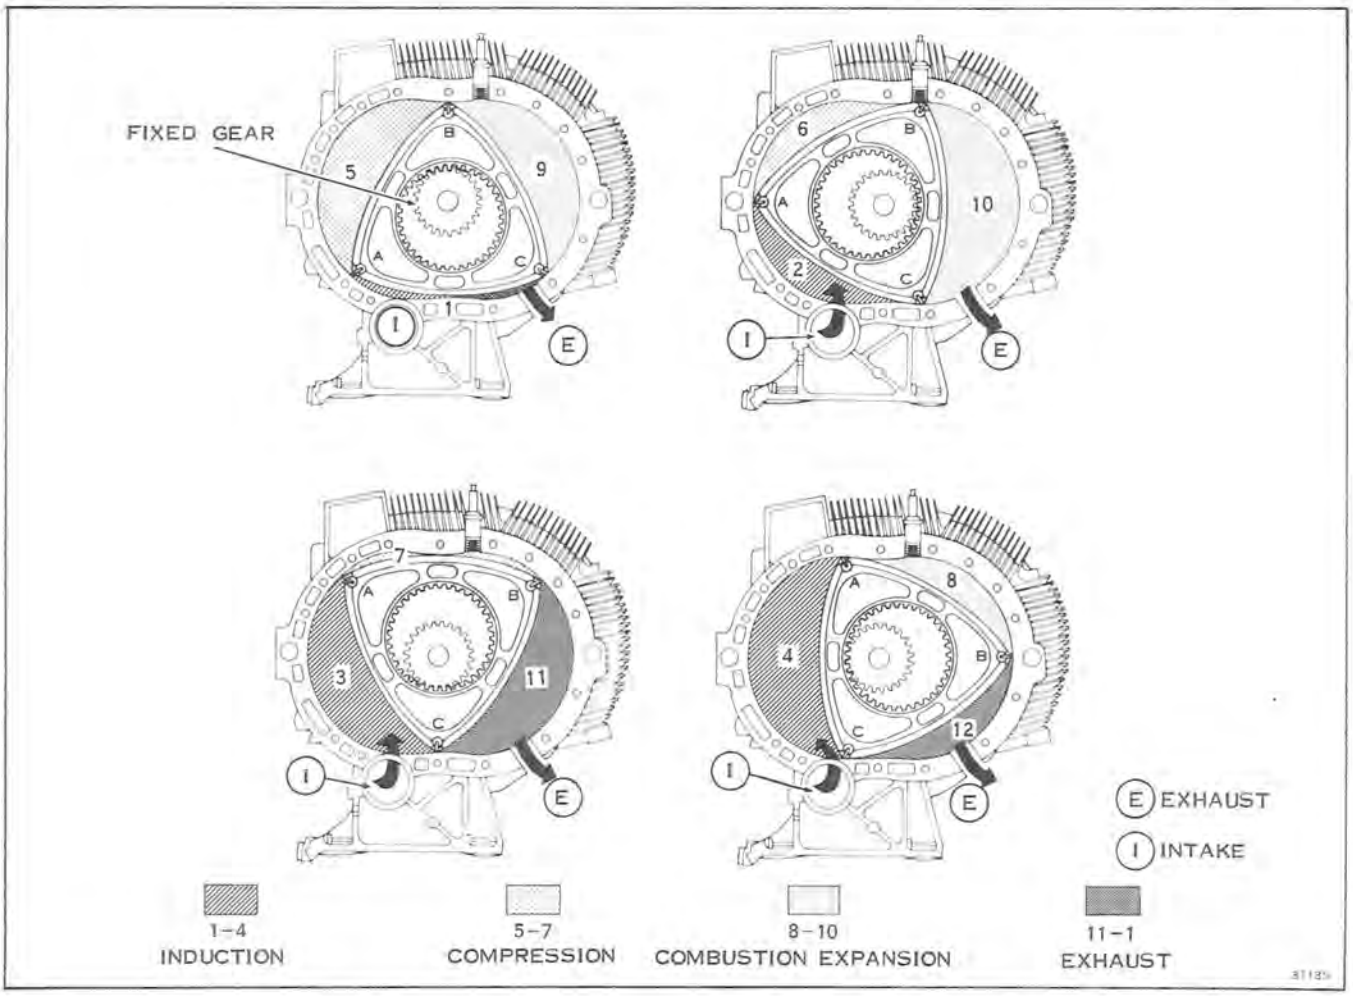

Figure 3-1
The RC engine runs on the same induction (fuel intake), compression, ignition/expansion and exhaust principal as four cycle engines. The RC engine is unique in that all four phases are taking place around one rotor at the same time. (See Figure 3-1.) As the rotor moves in a clockwise direction around the stationary gear in the center, we see that a vacuum is created at positions 1-4 and a fuel/air mixture from the carburetor is thus induced into the engine through the open intake port (I) . In positions 5-7 the intake port is closed, and compression of the fuel/air mixture takes place. Then we have ignition and combustion of the compressed fuel/air mixture. The expanding gases push the rotor as shown in 8, 9 and 10. The exhaust port (E) then opens, and the exhaust is squished out as shown in 11, 12 and 1. Various phases of this process are, of course, taking place at all three flanks of the rotor at the same time. Steps one thru twelve above occur during one complete revolution of the rotor.